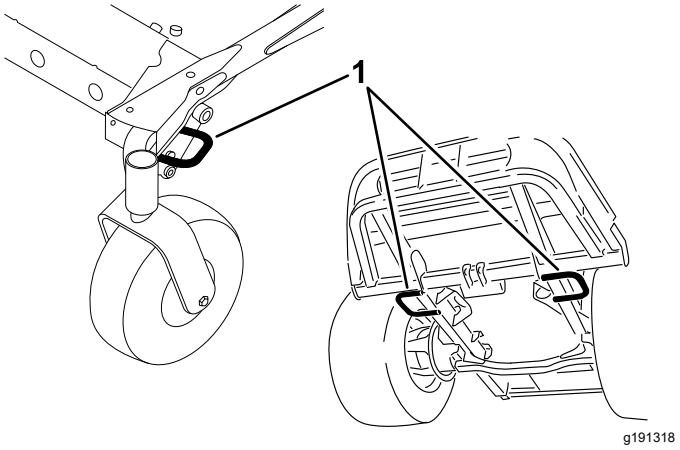

Figura 27
5. Utilizzate gli anelli di ancoraggio sulla macchina per fissarla saldamente al rimorchio o all'autocarro per mezzo di cinghie, catene, cavi o corde (Figura 27).